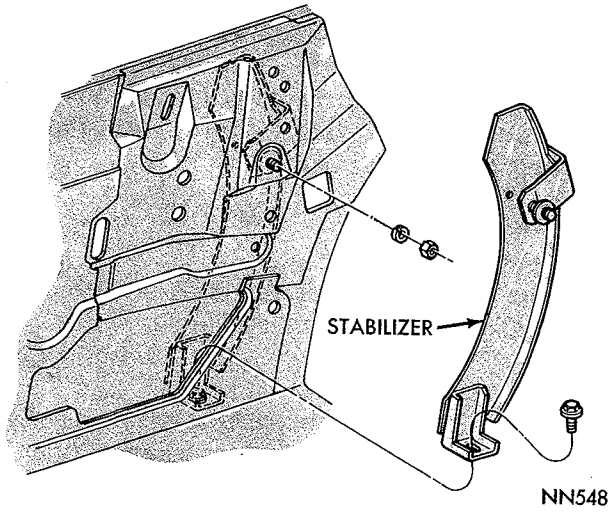

***Fig. 153—Quarter Window Stabilizer—Convertible***
(1) With door closed lower quarter window ¼ way.
(2) Adjust upper stabilizer attachement (Fig. 153) until rear of window lightly touches belt line weatherstrip and tighten nut.
(3) Lower window until top of glass is even with or slightly below belt line outer panel. Allow glass to set lower stabilizer attachment in-out position and tighten
The quarter window stabilizer (Fig. 153) is attached to the inner panel at the upper end and to the side sill outer panel and reinforcement at the lower end. The adjusting stud at the upper end allows "in and out" movement to position glass against out belt weatherstrip. The attachment at the lower end also permits "in and out" movement.